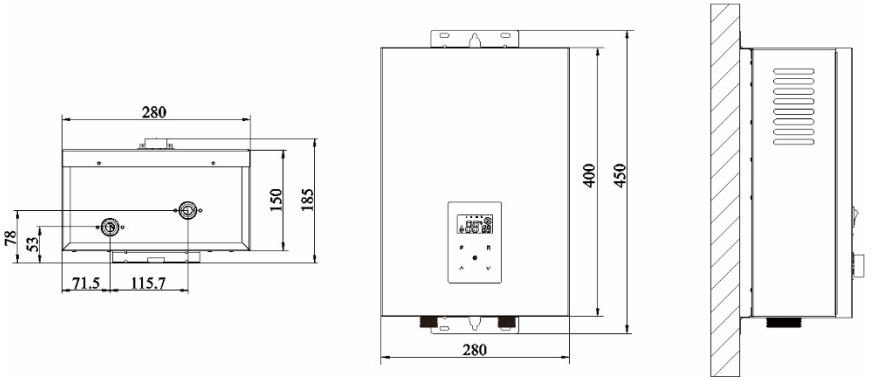

Рис. 8. Монтажные размеры
7.4.2. Установка прибора на стену (Рис. 8)